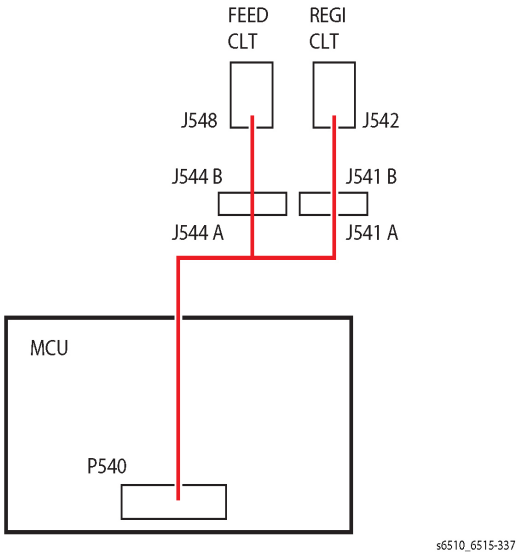

Figure 2
- Check the connection between the EXIT SENSOR and the MCU Board and verify P/J270,and P/J272 are fully seated. Refer to Figure 2.